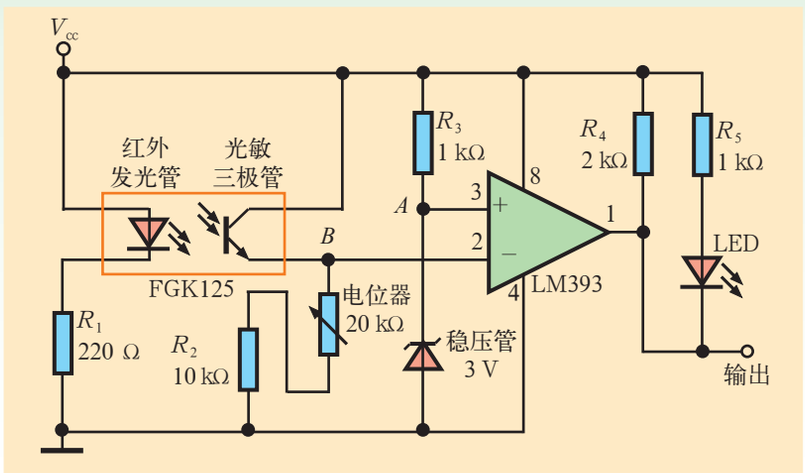
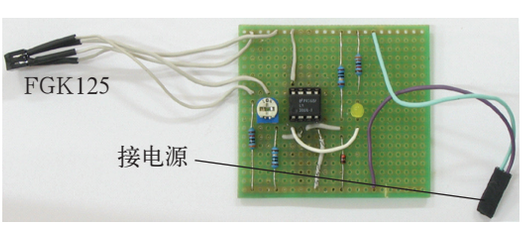

图 3.29　光电判读器电路
图 3.30　自制光电判读器
2. 制作简易光电判读器：按图 3.29 所示的电路原理图，购买元器件，把它们在实验电路板上连接好（图 3.30），一个简易的光电判读器就做好了。接上电源，用白纸来回遮挡传感器前方，观察 LED 的反应。